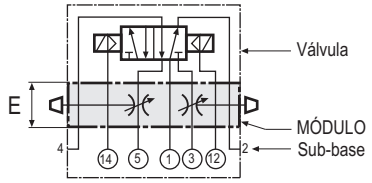

Fig. 1
- **Regulador de fluxo tipo sandwich (Fig. 1)**